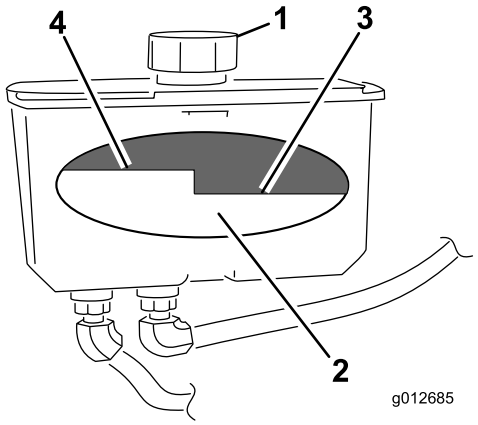

Figur 74
4. Gör rent omkring påfyllningsröret och locket på hydraultanken (Figur 74).
5. Ta bort locket från påfyllningsröret. Titta inuti och kontrollera vätskenivån i behållaren (Figur 74).
Obs: Oljenivån ska nå upp till överkanten på markeringen för het olja på skärmen, när oljan är varm (Figur 74).